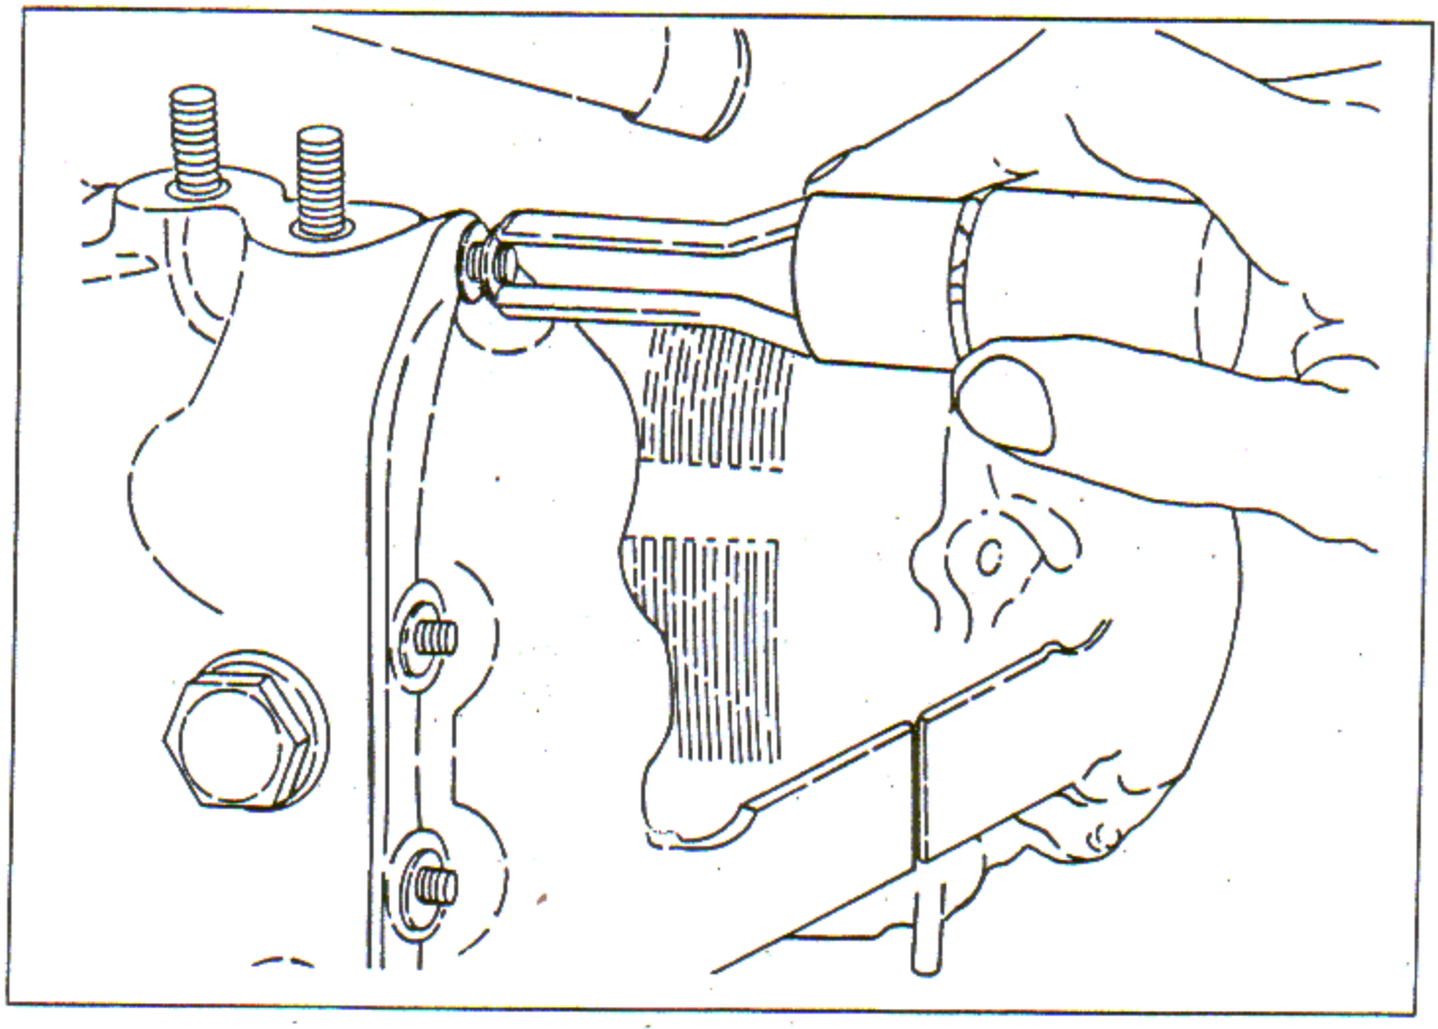

Figure 4-8. Removing Rocker Box Cover Washers
b. Remove the lock washers using magnetic removing tool. See figure 4-8.